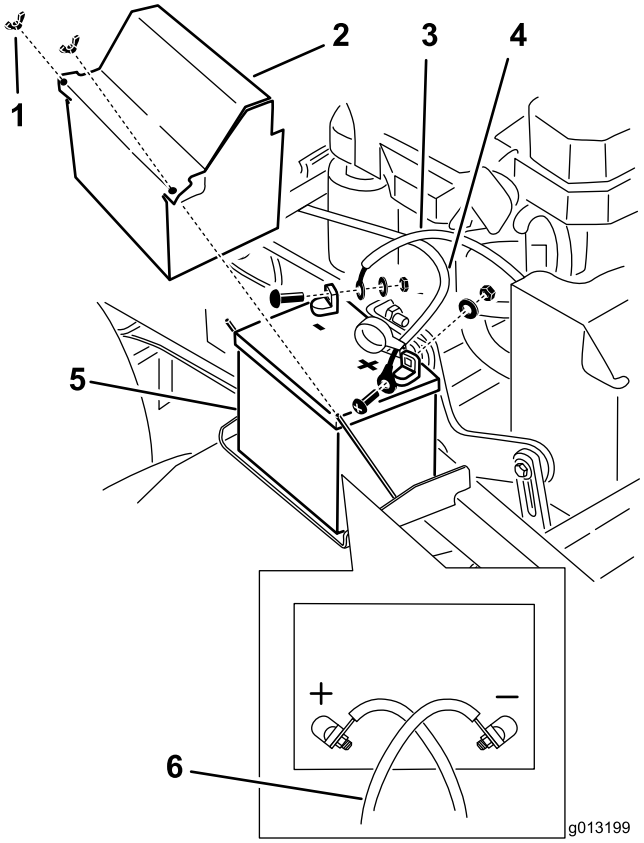

**Figuur 52**
3. Maak de minkabel los van de minpool (-) van de accu (Figuur 52).
5. Verwijder de pluskabel (rood) van de accu (Figuur 52).
6. Verwijder de bevestigingsplaat van de accu (Figuur 52) en verwijder de accu.
1. Plaats de accu op de juiste plaats in de machine (Figuur 52).
3. Bevestig de pluskabel (rood) aan de pluspool (+) van de accu met een moer, ring en bout (Figuur 52).
5. Bevestig de minkabel en de aardingskabel aan de minpool (-) van de accu met een moer, ring en bout (Figuur 52).
**Opmerking:** De accukabels kruisen elkaar als deze niet op de juiste wijze zijn aangesloten (Figuur 52).